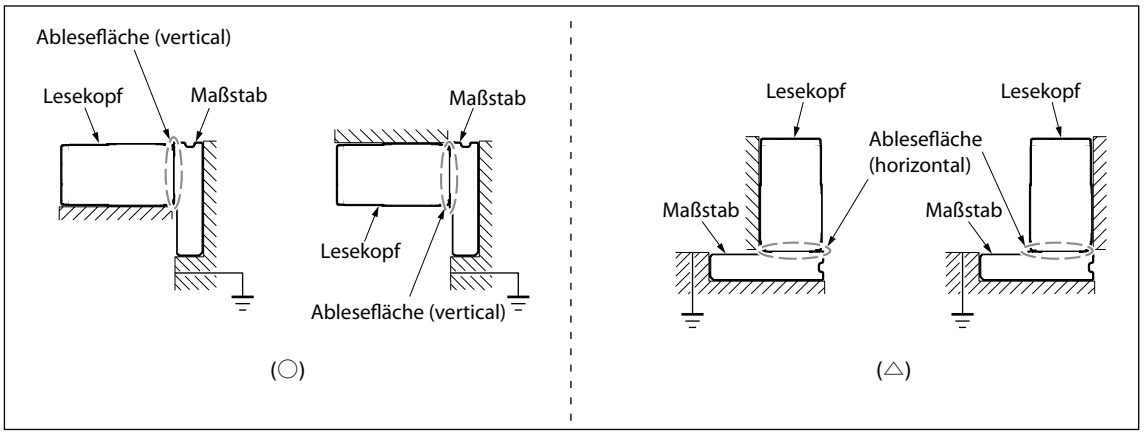

Abb. 3-1
- Der Lesekopf wird beschädigt, falls er nach der Installation außerhalb der effektiven Länge (L) bewegt wird. Der Lesekopf darf immer nur innerhalb der effektiven Länge bewegt werden.
- Installieren Sie die Maßstabseinheit so, dass die Sensorablesefläche des Maßstabs seitlich orientiert ist. Falls seitliche Installation nicht möglich ist, nehmen Sie die Installation so vor, dass die Sensorablesefläche nach oben gerichtet ist. (Abb. 3-1)